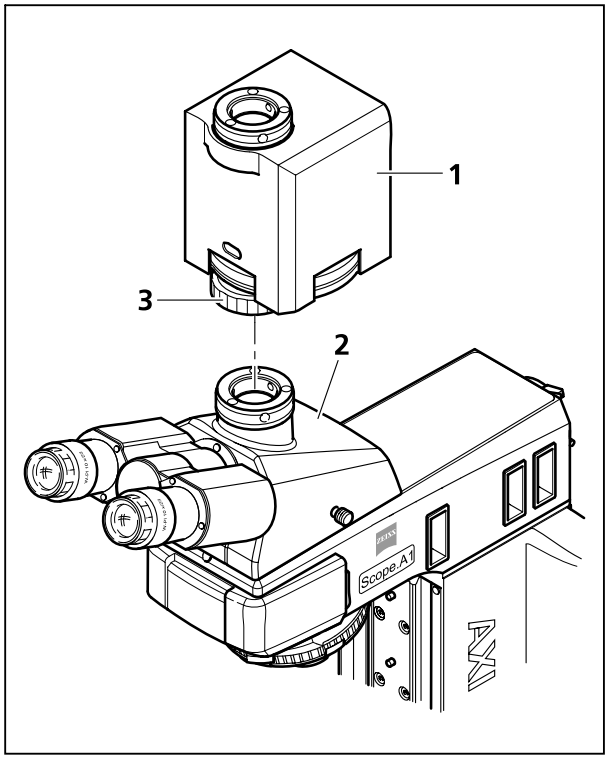

Bild 3-45 Vergrößerungswechsler aufsetzen
- Ggf. Kamera mit Adapter (oder Staubschutzkappe) vom Kameraanschluss des Fototubus (Bild 3-45/**2**) abnehmen.
- Vergrößerungswechsler (Bild 3-45/**1**) auf den Kameraanschluss ansetzen, ausrichten und mit Überwurfmutter (Bild 3-45/**3**) fixieren.